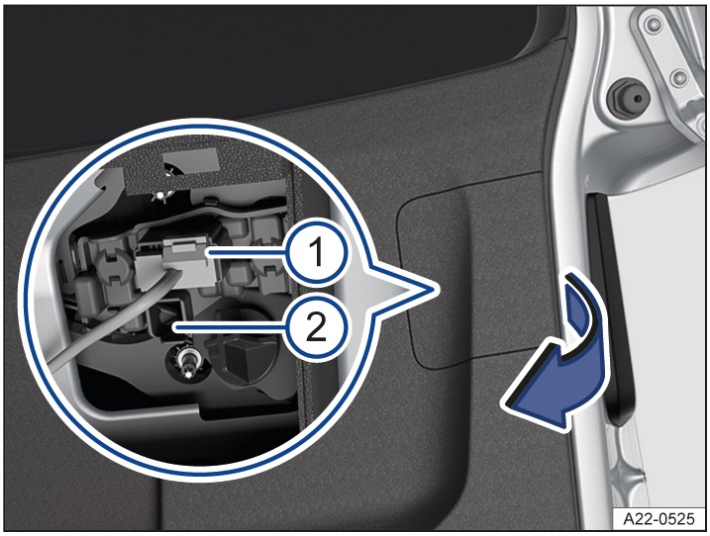

Fig. 1 In the trunk lid: removing the cover.
1. If necessary, carefully lever off the cover in the direction of the arrow with the flat edge of a screwdriver → *fig. 1*.
2. Remove the fuse → *fig. 1* (1). Press the red catch of the connector and unplug the connector → *fig. 1* (2).